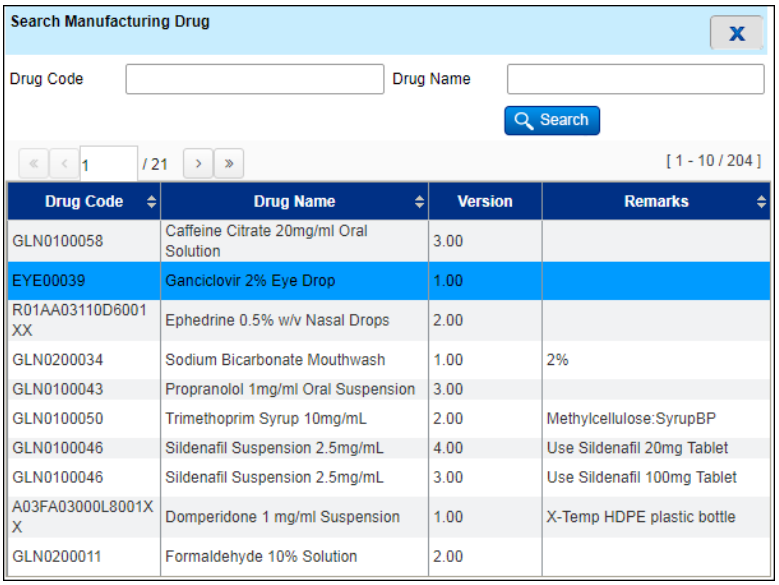

Figure 3.1-3 List of Formulary Item
- List of ***Formulary Drug Name*** will be displayed as shown in Figure 3.1-3.